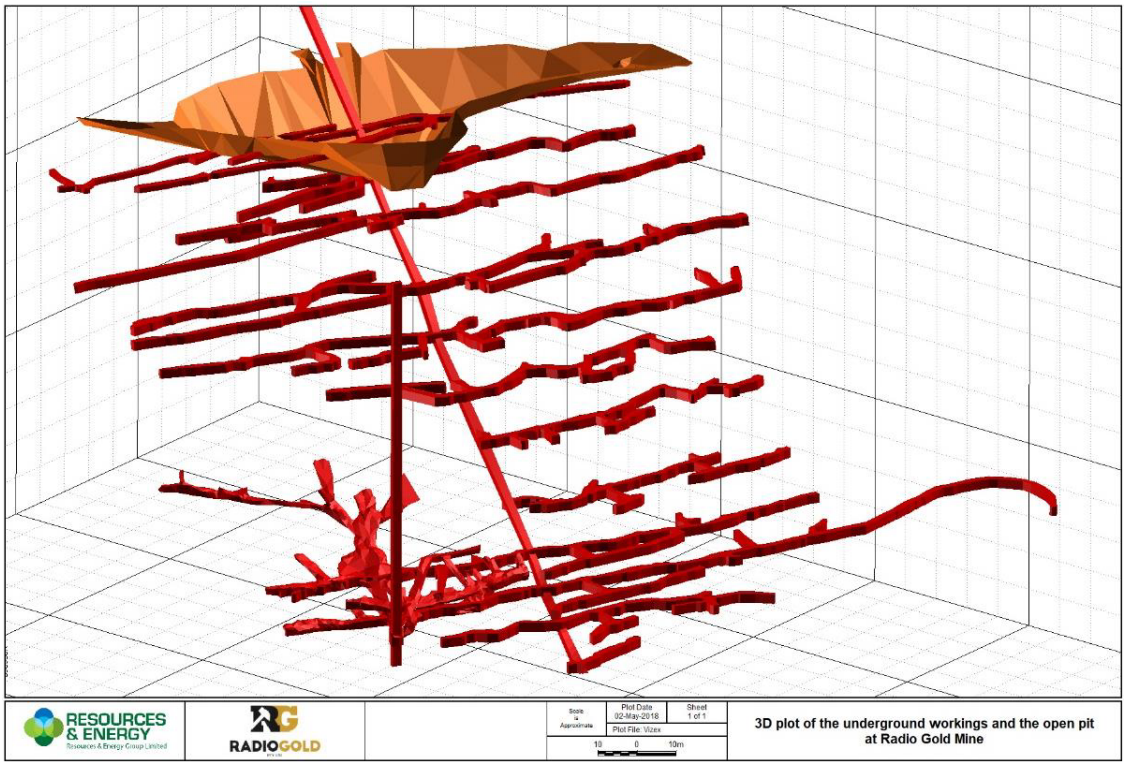

Figure 5 Historic Underground and Open Cut workings
Levels nine (9) Main and East Lodes south, and ten (10) Main and East Lodes south have been surveyed by contract surveyors Mine Survey Plus. The strings generated by Mine Survey Plus have then been incorporated into the historical workings wireframes. Figures 5, 6, 7 and 8 show final modelled workings, and stopes used in the resource estimation process.